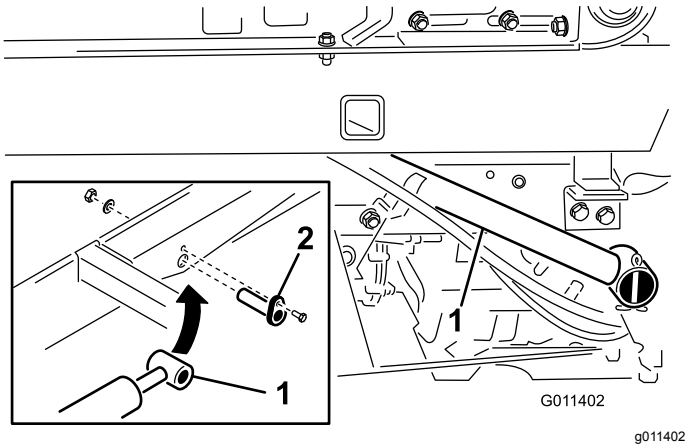

Figuur 11
1. Bevestig de stanguiteinden van de hefcilinders met een cilinderpen onderaan de topdresser (Figuur 11).
2. Gebruik een inbusbout (¼" x ¾"), platte ring en moer om de cilinderpennen onderaan de topdresser te bevestigen (Figuur 11).